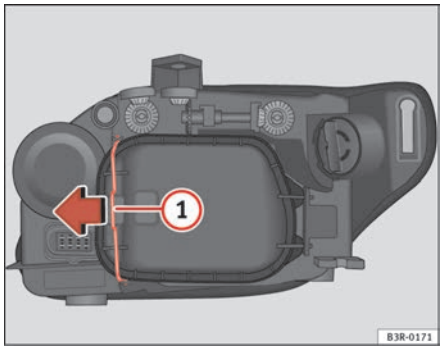

Fig. 206 Side light bulb (outside of vehicle)
– Move the brace ⇒ fig. 206 (1) in the direction of the arrow and remove the rigid cover, separating the brace side and then removing the two tabs from the other end of the cover.